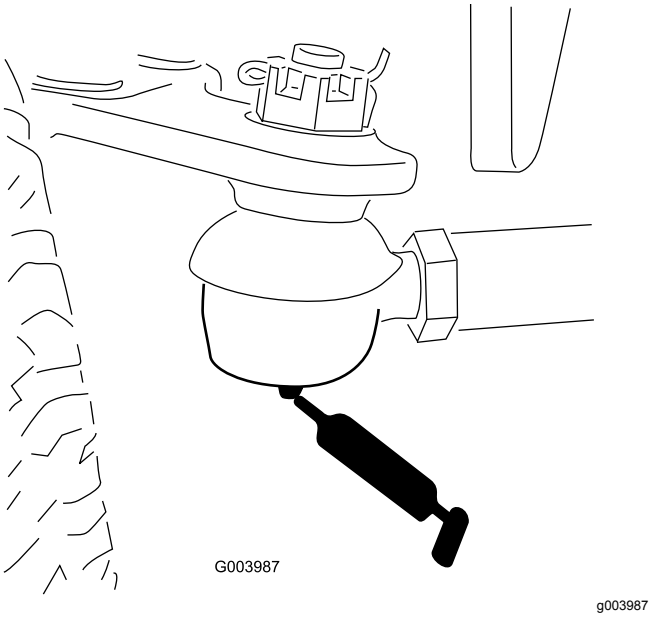

**Figur 47**
- Bakaxelns dragstång (2) (Figur 47)